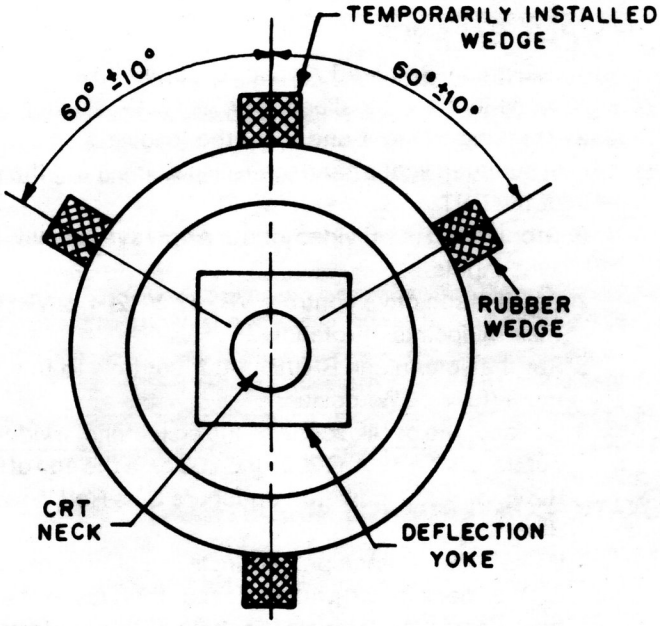

FIG. 7
4) The position of each rubber wedge is shown in Fig. 7.